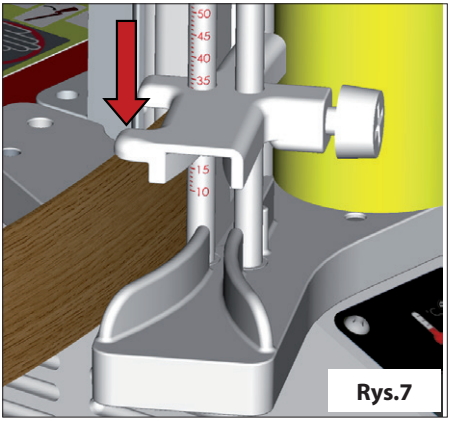

Rys.7
• Włóż taśmę poniżej ogranicznika prowadnicy wejściowej i zmierz wysokość taśmy (rys. 7), następnie dokręć śrubę.